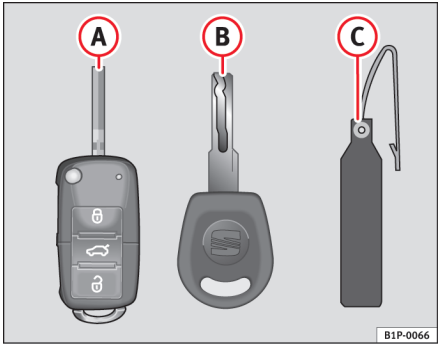

Fig. 41 Nøglesæt
- En nøgle med fjernbetjening ⇒ fig. 41 (A)
- Nøgle uden fjernbetjening (B)
- Nøglevedhæng* (C)